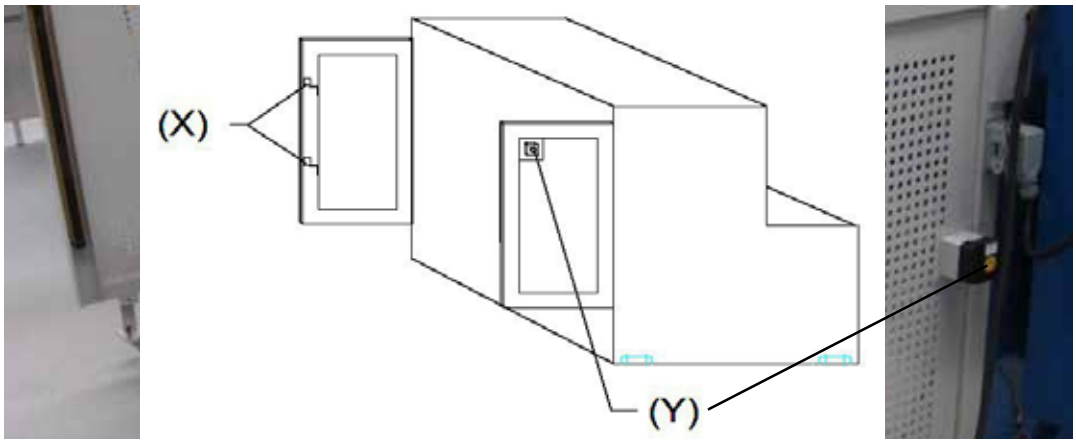

Fig. 3 Protection de la zone arrière : X = Cellule photoélectrique barrière lumineuse - Y = Bouton RESET
Lorsque la barrière lumineuse (Fig. 3) est activée, la machine s'arrête, le témoin lumineux du bouton START s'éteint (Fig. 12, pos. 6) et le témoin lumineux (Fig. 12, pos.10) s'allume.